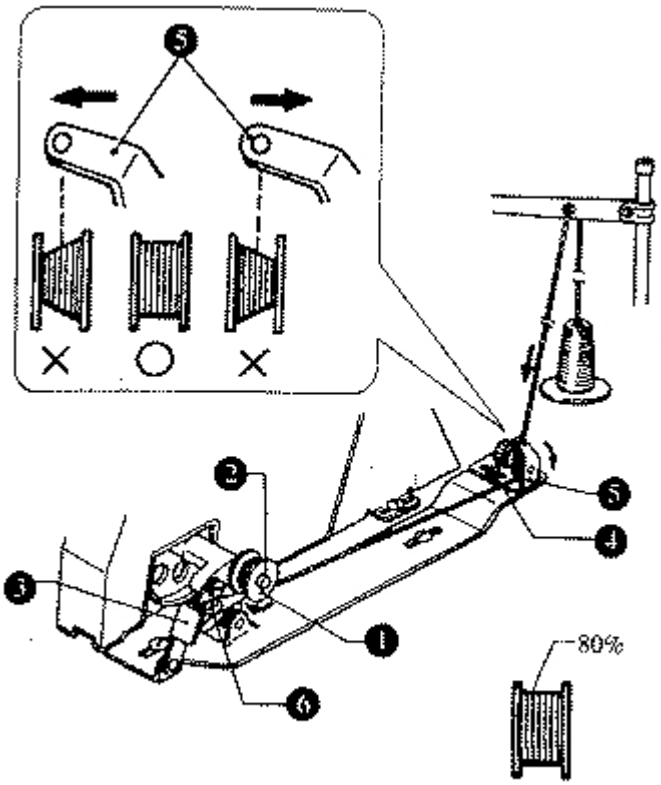

рис.21
12. **Навивка шпульки. (Рис.21)**